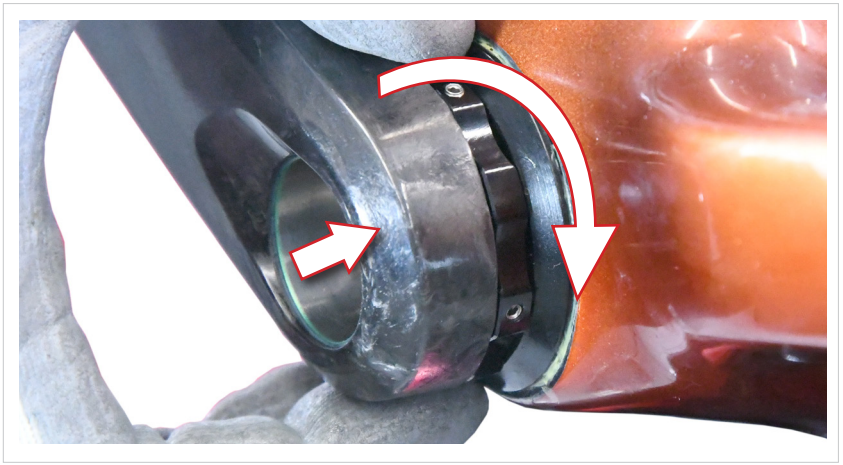

Fig.8
• Tourner la bague de réglage du jeu dans le sens des aiguilles d'une montre jusqu'à ce que la bague soit en contact avec le roulement de la boîte de pédalier (Fig. 8).